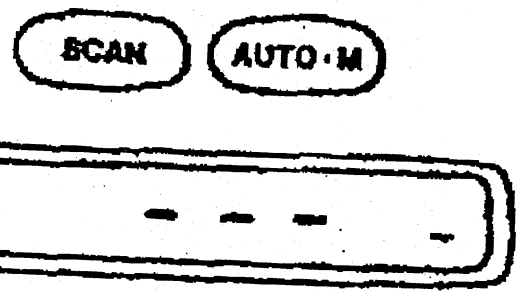

图20-32　清除音响防盗密码
3. 再接住"SCAN"和"AUTO-M"键,直至显示屏上出现"- - - - -",如图20-32所示。